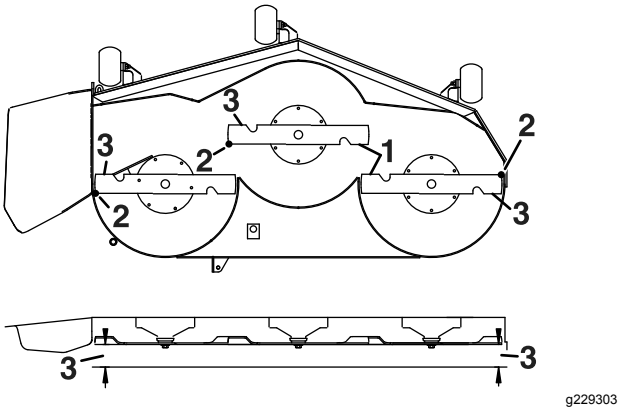

Rysunek 71
5. Zmierz odległość między zewnętrznymi krawędziami tnącymi a poziomą powierzchnią (Rysunek 71).